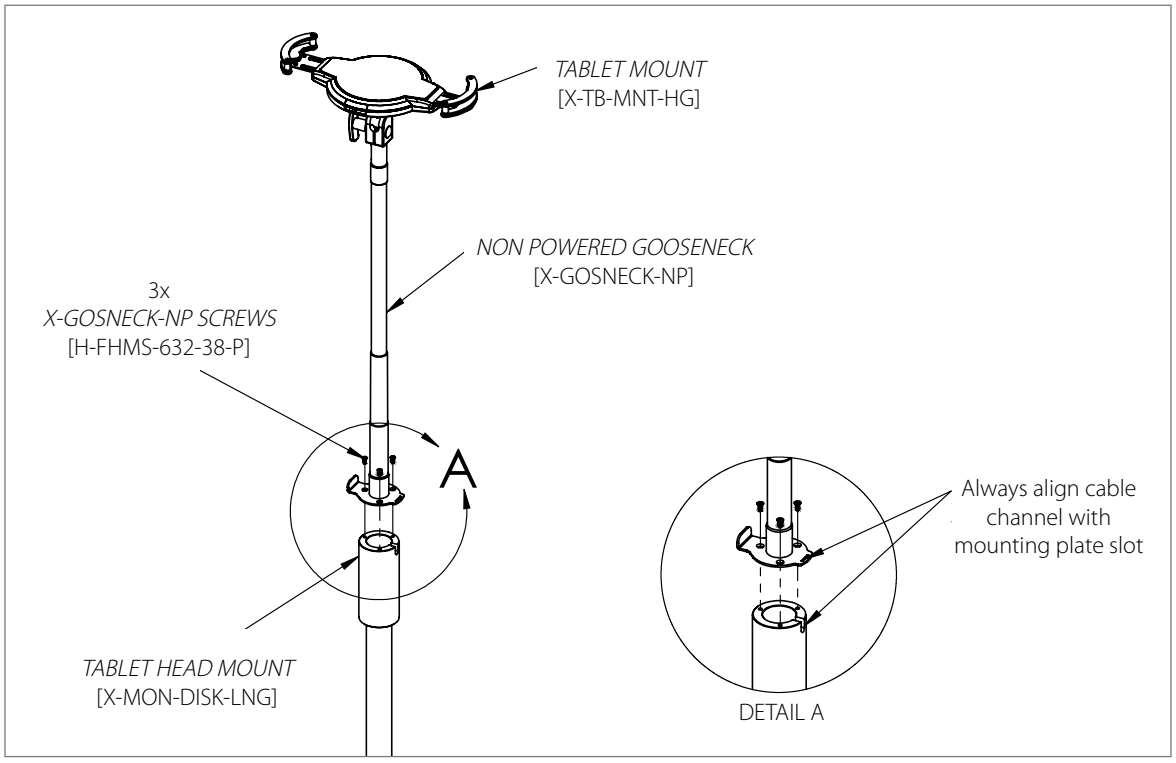

Figure 2
2. Use the #2 Phillips head screwdriver, place the *GOOSENECK* with *TABLET MOUNT* on top of the *GOOSENECK* to *ROLL STAND POST ADAPTER MOUNT* and secure with 3x *GOOSENECK HW-KIT SCREWS*. **(Figure 2)**